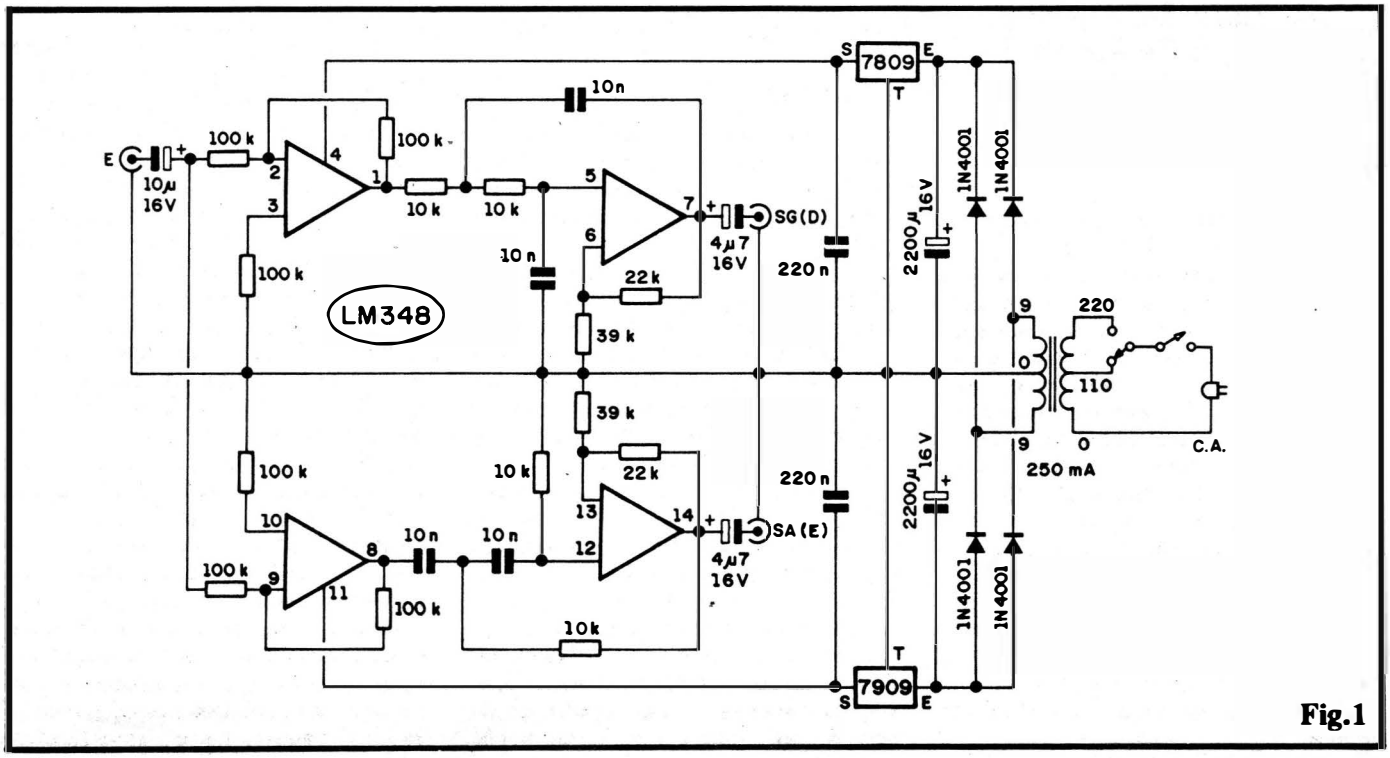

Fig.1
- **FIG. 1** - O CIRCUITO - Dentro da explicada "filosofia", o módulo divisor ativo (MODAT) que agora trazemos, guarda todas as melhores características esperadas de um circuito do gênero: totalmente independente, alimentação própria incorporada, ausência de ajustes ou regulagens, excelentes características de fidelidade e "separação", baixíssima distorção e conveniente "universalização" de Entrada e Saídas, de modo a adequar seu acoplamento aos mais diversos equipamentos existentes ou disponíveis... Aproveitando os 4 Amplificadores Operacionais de largo espectro contido num único Integrado LM348, foram estruturados dois filtros seletivos, um deles (bloco delimitado pelos pinos 5-6-7) permitindo a passagem apenas de baixas Frequências (até 2 KHz) e outros (bloco delimitado pelos pinos 12-13-14) "dando caminho" apenas para as altas Frequências (acima de 2 KHz). Redes de capacitores e resistores (10n e 10K, todos eles...) estabelecem a filtragem, tecnicamente conhecida como "segunda ordem", justamente nas redes de realimentação dos dois citados blocos Amplificadores Operacionais, garantindo uma precisão tonal muito grande na "divisão"... A propósito, o parâmetro de 2KHz para o "degrau" tonal da divisão não foi escolhido aleatoriamente... Tal valor de Frequência encontra-se, providencialmente, no **meio** do espectro melhor percebido pelo ouvido humano, que assim pode intuitivamente distinguir como "graves" os tons abaixo de tal limite, e como "agudos" os acima... As citadas redes RC de filtragem de "segunda ordem", enontram-se nas funções de **realimentação positiva** dos respectivos Amp.Ops. Já no ramo de **realimentação negativa**, os resistores de 22K e 39K determinam o **ganho** de cada módulo... Através dos capacitores de passagem no valor de 4u7 (aos pinos 7 e 14 do LM348), os sinais, já divididos em **graves** e **agudos**, são entregues às Saídas - respectivamente "SG" e "SA"... Observando agora os estágios iniciais (esquerda, como é convencional, no esquema da fig. 1) do circuito, temos a Entrada geral, mono, "E", aplicado simultaneamente a dois blocos de isolamento (**buffers**), com ganho unitário (não amplificam, apenas "isolam" a Entrada dos blocos de filtragem e Saídas...), que ao mesmo tempo permitem o "casamento" com fontes de sinal as mais diversas, em impedâncias e níveis e não "carregam" os relativamente sensíveis blocos de separação tonal, posteriores... Os resistores de 100K acoplados na realimentação/polarização de tais blocos iniciais (Amp.Ops. delimitados pelos pinos 1-2-3 e 8-9-10, respectivamente) determinam o **ganho 1** e as impedâncias gerais do grupamento de Entrada, a qual recolhe o seu sinal via capacitor eletrolítico de 10u... Para perfeito equilíbrio do funcionamento dos blocos/módulos, e também no sentido de minimizar a quantidade de componentes de polarização dos Amp.Ops., usamos uma alimentação
- **FIG.** 3 - DETALHAMENTO DOS INTEGRADOS REGULARES DE TENSÃO - Os dois Integrados reguladores de Tensão indicados no diagrama do circuito (fig. 1) e na LISTA DE PEÇAS, "parecem" com meros transístores de Potência da série "TIP" (três terminais, com lapela metálica furada acoplada ao corpo de **epoxy...**). É importante notar que cada um deles tem função/polaridade muito específica, e não podem ser "trocados" na hora de serem ligados à placa (o circuito não funcionará, e os ditos reguladores poderão ser danificados, no caso...). A figura mostra sua estilização no esquema, na forma de um simples **box**, valendo a interpretação de **entrada** para o terminal E, **saída** para o S e **terra** para o T. Notar ainda que a própria função dos pinos no 7809 (regulador de Tensão **positiva**) **difere** (em sua ordem) da apresentada pelo seu "companheiro" regulador negativo, 7909 (o **lay out** do Circuito Impresso, e o próprio "chapeado" a ser visto em seguida, já consideram **tal** diferença, não se preocupem...).